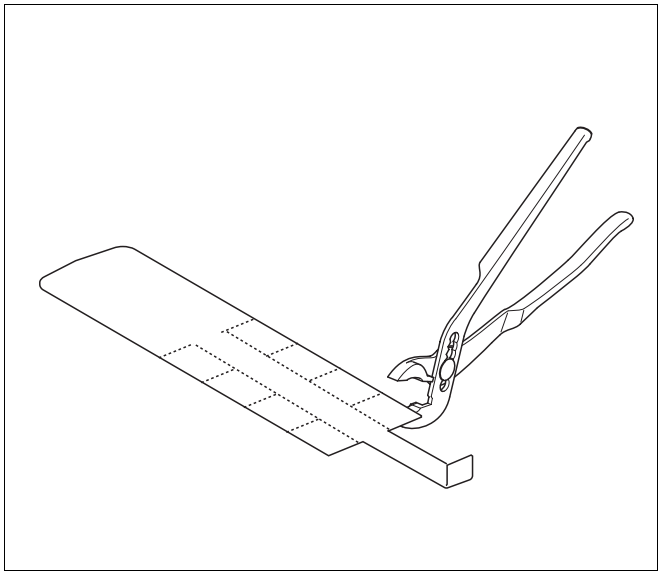

Rys. 53 Skracanie wkładki kierującej przepływem spalin (wyposażenie dodatkowe)
Podwyższenie temperatury spalin możliwe jest tylko dla trybu wykorzystującego do spalania powietrze z kotłowni. W celu podniesienia temperatury spalin, istnieje możliwość skrócenia wkładki kierującej przepływem spalin w odpowiednich miejscach (por. rys. 53, strona 56). Każdy ułamany segment powoduje wzrost temperatury o 5 - 7 K. Wkładka oferowana jest przez firmę Buderus jako wyposażenie dodatkowe.
- Specjalną wkładkę kierującą przepływem spalin skrócić obcęgami w przeznaczonych do tego miejscach (rys. 53). W ofercie Buderus jako wyposażenie dodatkowe.